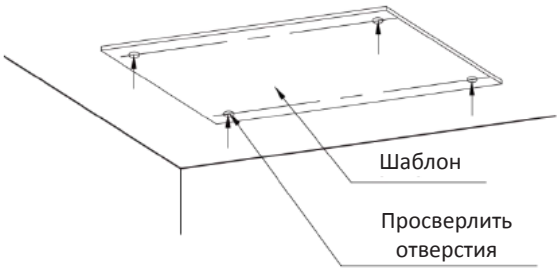
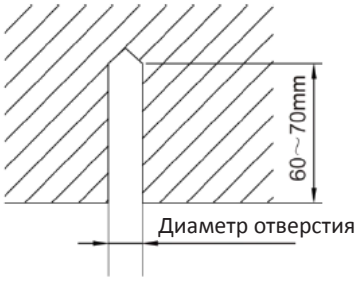

Рис. 4.1.3
Рис. 4.1.4
1) Закрепить монтажный шаблон на позиции; просверлить 4 отверстия, отмеченные на картонном шаблоне (см. рис. 4.1.3); диаметр отверстия должен соответствовать диаметру анкерного болта; глубина – 60-70 мм, см. рис. 4.1.4.